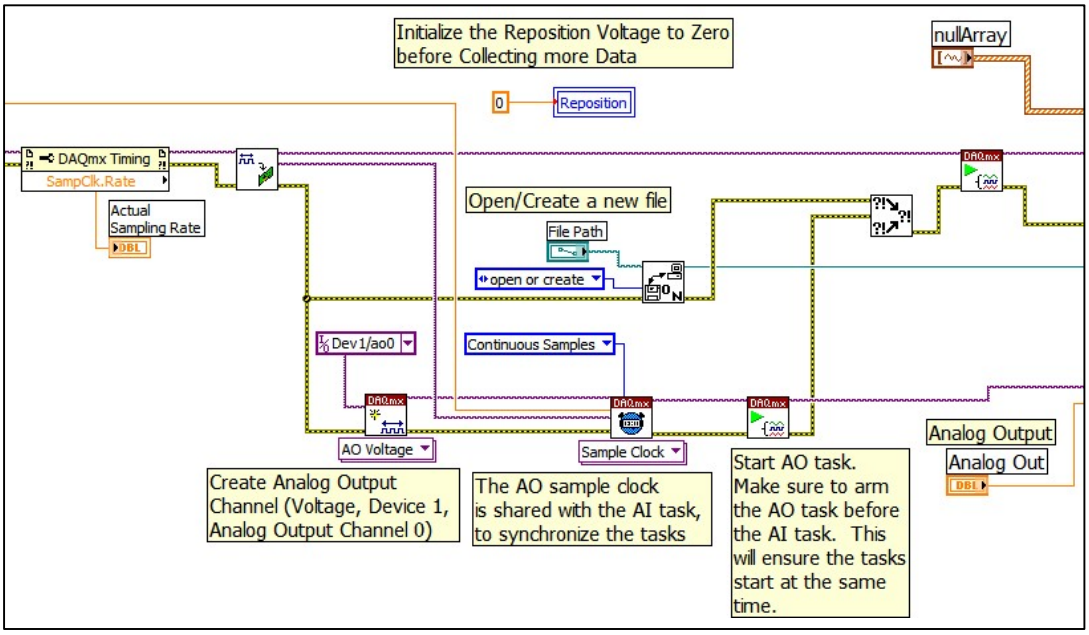

Fig. 3. Segment to Initialize the Analog Output Channel and Synchronize it with the Analog Input Channels
- Note also in this section that the ***data file*** is ***opened*** (or created) before the data acquisition is started. The block diagram for this section of the block diagram is shown in Fig. 3.